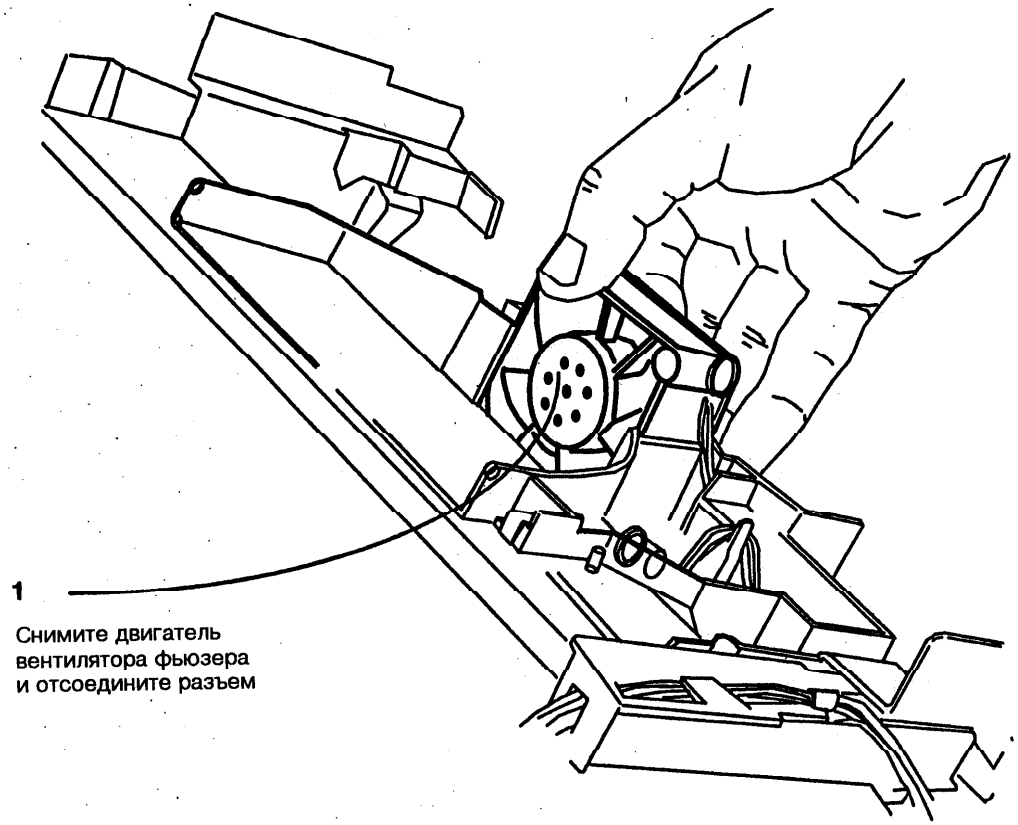

Рис. 1. Снятие двигателя вентилятора фьюзера (MOT4)
2. (Рис.1): Снимите двигатель вентилятора фьюзера (MOT4).